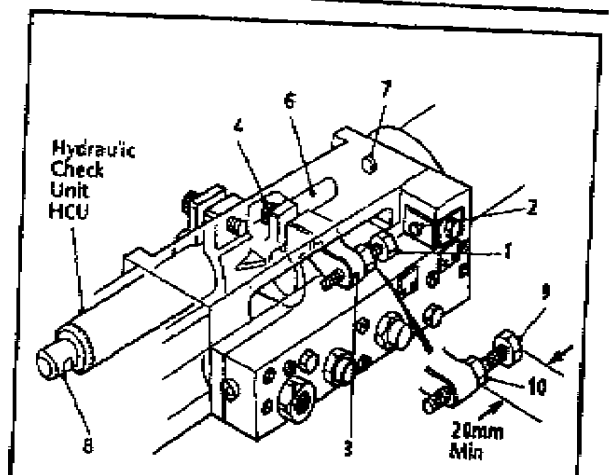

FIGURE 5 HYDRAULIC CHECK UNIT (HCU)
Lock using Figure 5 (10).
The end of the tap MUST be at least 14mm (9/16in) above the test block, to allow for the tapping head reversing engagement travel. Set the gap between Figure 5 (2) and (1) to equal the tapping depth PLUS the distance the tap is above the work piece.
SETTING DRILLING OPERATION (See Figure 5)